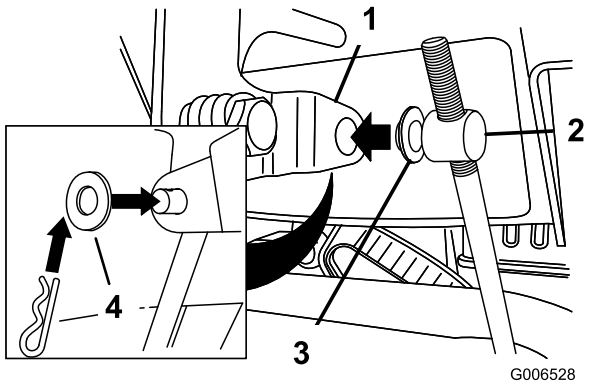

Figur 6
3. Ta bort hårnålssprinten och den yttre brickan från skruvleden på hastighetskontrollstångens övre ände (Figur 6).
Obs: Monteringen går lättare om du låter planbrickan sitta kvar på skruvleden (Figur 6).
6. Lyft upp hastighetskontrollstången och för in skruvleden i hålet i växelväljarspaken (Figur 6).
B. Koppla bort skruvleden från växelväljarspaken (Figur 6).
C. Vrid skruvleden nedåt (medsols) på hastighetskontrollstången (Figur 6).
D. Anslut skruvleden till växelväljarspaken (Figur 6).
C. Vrid skruvleden uppåt (motsols) på hastighetskontrollstången (Figur 6).